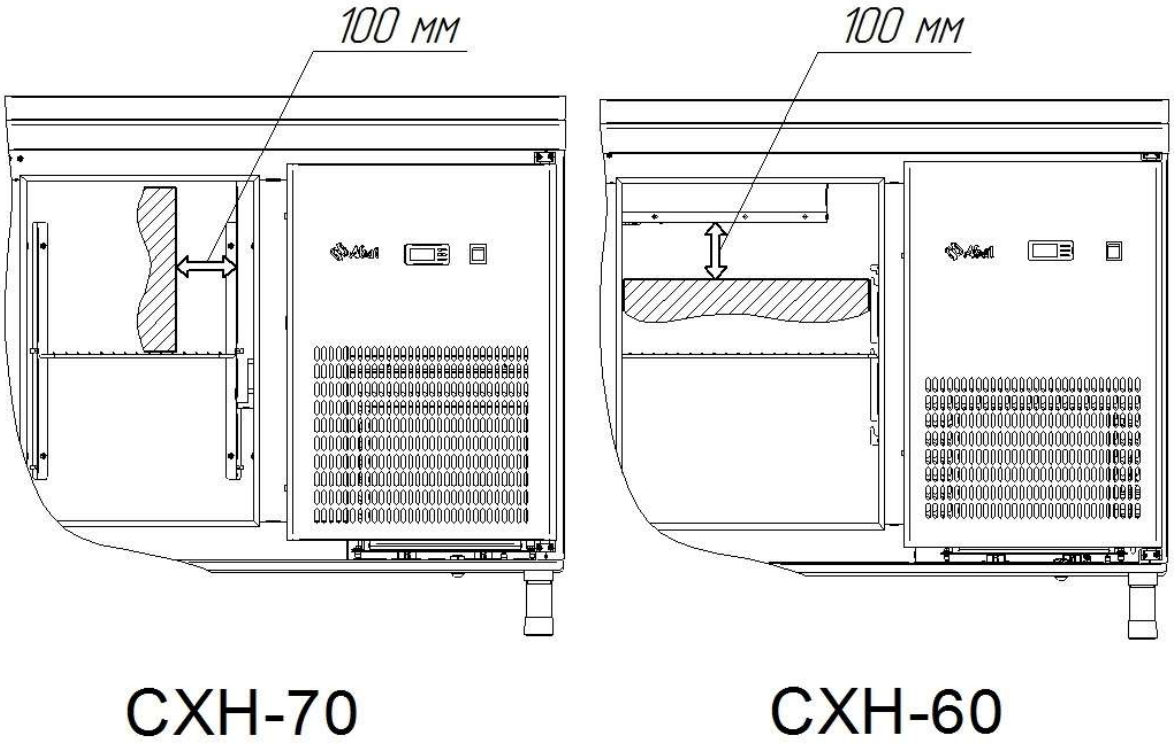

Рис.20. Расстояние между продуктами на крайней правой полке и вентилятором испарителя.
- линию загрузки полок или ящиков стола (прилавка) продуктами ограничивать площадью полок/ящиков, расстояние между продуктами и вышестоящей полкой/ящиком должно быть не менее 50 мм, а расстояние между продуктами на крайней правой полке/ящике и вентилятором испарителя не менее 100 мм (см. рис.20);